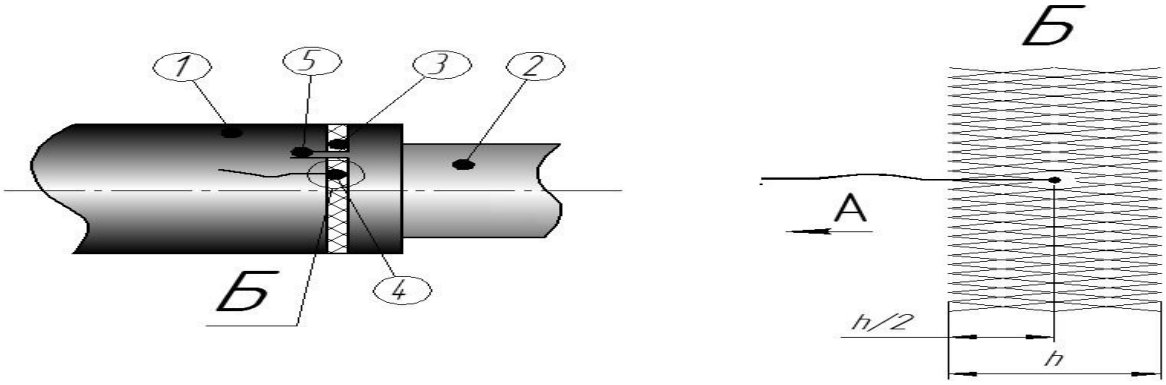

Рисунок 14 – закрепления термодатчиков
13.5.11 Для контроля режимов сварки можно использовать термодатчики, закрепленные на поверхности ПЭ трубы-оболочки с помощью степлера на расстоянии 20 мм от нагревательного элемента, как показано на рисунке 15. Место расположения термодатчика выбирается с учетом обеспечения быстрого доступа к нему (рисунок 14). Кабельные выводы термодатчиков подключаются к сварочному аппарату. Количество термодатчиков при подключении к сварочному аппарату – по 1 шт. на каждую сторону стыка.